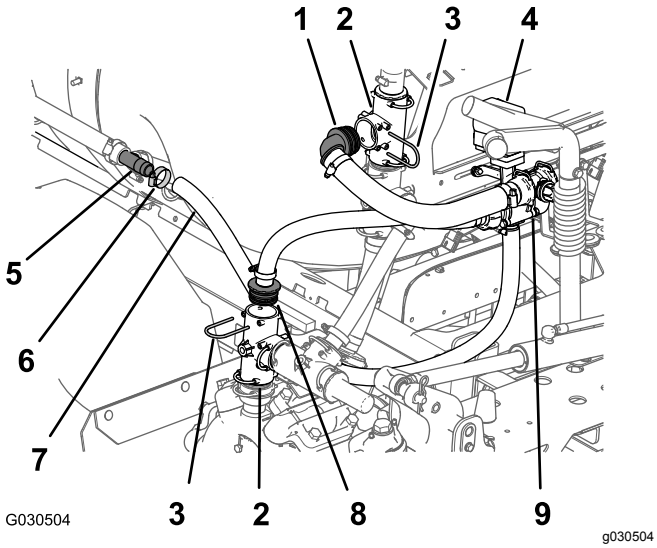

Figur 66
2. På venstre side av spredertanken (ved siden av bakre skjerm) fjerner du slangeklemmen og slangen (1 tommes indre diameter) på T-stykket med mothaker på det bakerste ristemunnstykket (Figur 66).
3. Ved utgangsporten for sprederpumpen, fjern holderen og den rette muffekoblingen fra det vertikalt monterte T-stykket som vist i Figur 66.
4. På venstre side av manifoldbraketten fjerner du holderen og 90°-muffen fra det øvre, vertikalt monterte T-stykket som vist i Figur 66.